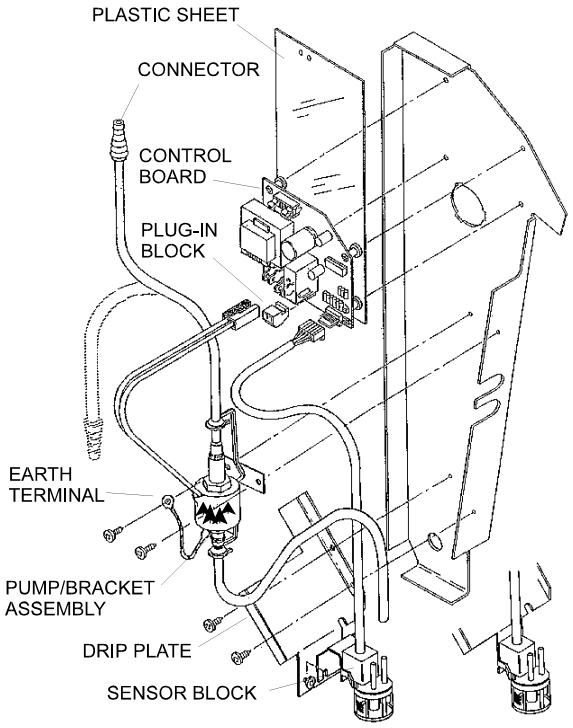

Fig. 1.
4. **Secure the pump assembly to the left hand coil hanger bracket using the two No. 6 screws; use one of the screws to secure the earth (green/yellow) cable ring terminal between the pump bracket and the hanger bracket, (Fig. 1).**
6. **Push the control board into the four holes, (Fig. 1), ensuring that the plastic sheet is free to fold over the front of the board.**